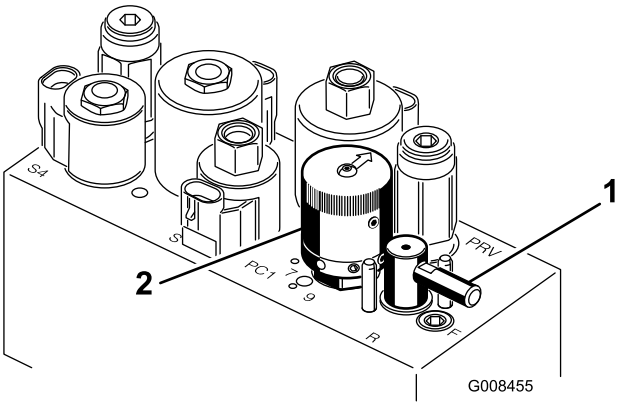

**Figur 49**
5. Drej baglapningsgrebet til positionen ”R” (Figur 49).
6. Drej hastighedsregulatoren til knivcylindre til indstillingen 1 (Figur 49).